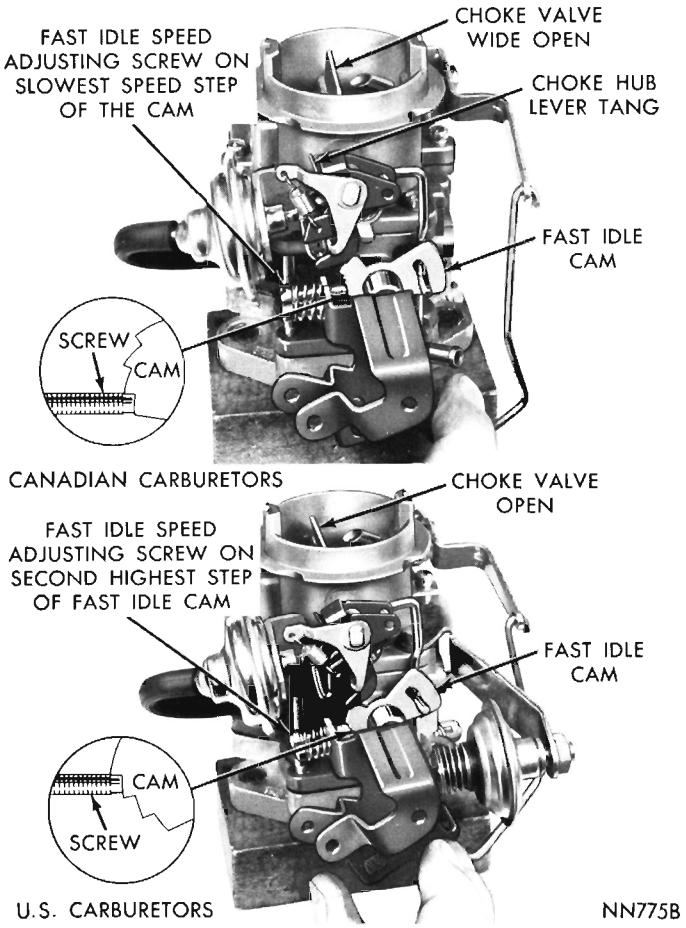

Fig. 17—Fast Idle Speed Adjustment (On Vehicle)
(1) With engine off and transmission in PARK or NEUTRAL position, open throttle slightly.
(2) Canadian Carburetors, close choke valve about 20° (degrees), then allow throttle to close. The fast idle speed screw should rest on the slowest-speed step of fast idle cam (Fig. 17).
(3) U.S. Carburetors, close choke valve until fast idle screw can be positioned on second highest-speed step of fast idle cam (Fig. 17).
(4) Start engine and determine stabilized speed. Turn fast idle speed screw in or out to secure specified speed. (See Specifications.)
(5) Stopping engine between adjustments is not necessary. However, reposition fast idle speed screw on cam after each speed adjustment to provide correct throttle closing torque.